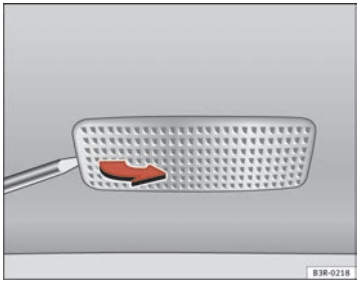

Fig. 241 Removing sun visor light
– Remove the bulb carefully, using the screwdriver on its flat side ⇒ fig. 241.